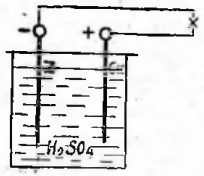

Abb. 3
Wir haben erfahren, daß die elektrische Energie durch Zersetzung einer Flüssigkeit chemische Arbeit leistet. Umgekehrt ist es aber auch möglich, aus einem chemischen Prozeß Elektrizität zu gewinnen. Dazu bringt man in ein Glasgefäß, das z. B. mit verdünnter Schwefelsäure (H_2SO_4) gefüllt ist, zwei verschiedene Metallplatten, und zwar eine Zink- (Z-) und eine Kupfer- (Cu-) Platte. Verbindet man die aus dem Elektrolyt herausragenden Enden der beiden Elektroden mit einem Leiter, indem man eine elektrische Lampe einschaltet (Abb. 3), so leuchtet die Lampe auf. Es entsteht also zwischen zwei verschiedenen Metallen, die sich in einem Elektrolyt befinden, eine elektromotorische Kraft (EMK), die einen elektrischen Strom ergeben kann. Die beiden Italiener Galvani und Volta haben hier durch ihre Versuche grundlegende Erkenntnisse gewonnen, die heute bei der Herstellung von Elementen benutzt werden. Ihnen zu Ehren nennt man die Elemente „Galvanische Elemente" und die Einheit der Stromstärke Volt (V).